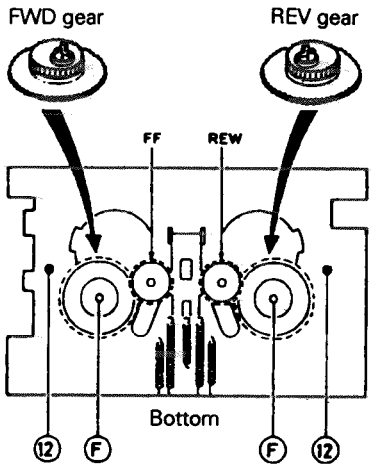

Fig. 2-18
■ **Removal of cam gear** (See Fig.2-18)